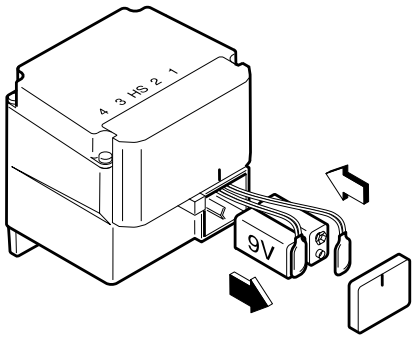

Fig. 12 – Opening / closing the battery cover
- Remove the cover (see Fig. 12).